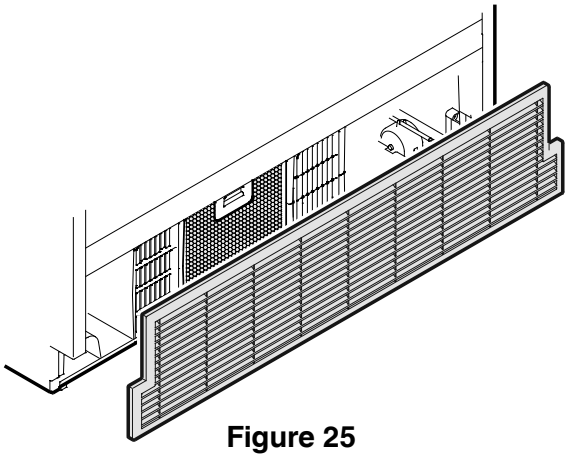

Figure 25
- Open the bottom freezer drawer and remove the ventilation grille by pulling forwards - **Figure 25.**